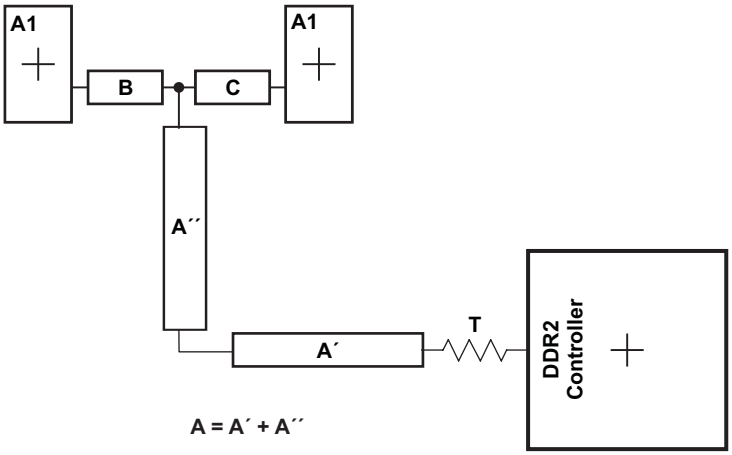

Figure 8-52. CK and ADDR_CTRL Routing and Topology
Figure 8-52 shows the topology of the routing for the CK and ADDR_CTRL net classes. The route is a balanced *T* as it is intended that the length of segments B and C be equal. In addition, the length of A (A'+A") should be maximized.
(1) The length of segment A = A' + A″ as shown in Figure 8-52.
(2) Series terminator, if used, should be located closest to the processor.
(3) Center-to-center spacing is allowed to fall to minimum (w) for up to 500 mils of routed length to accommodate BGA escape and routing congestion.
(4) CACLM is the longest Manhattan distance of the CK and ADDR_CTRL net classes.